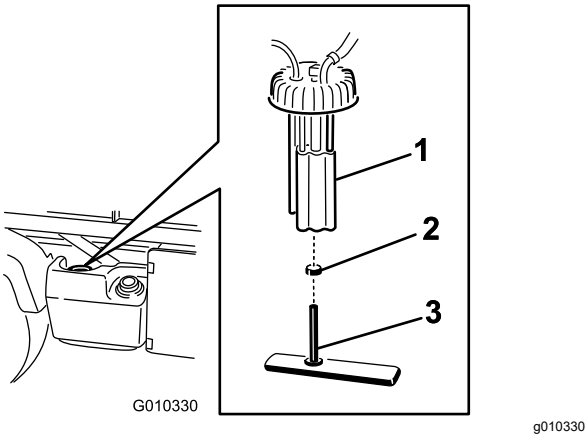

Figur 39
2. Koble ledningsfastspennerne fra drivstoffpumpen (Figur 39).
3. Løsne slangeklemmen og koble drivstoffslangen fra drivstoffpumpelokket (Figur 39).
4. Ta av drivstoffpumpelokket fra toppen av drivstofftanken (Figur 39).
5. Fjern drivstoffpumpeenheten og drivstoffilteret fra tanken (Figur 39).
7. Fjern slangen fra nippelen (Figur 39).